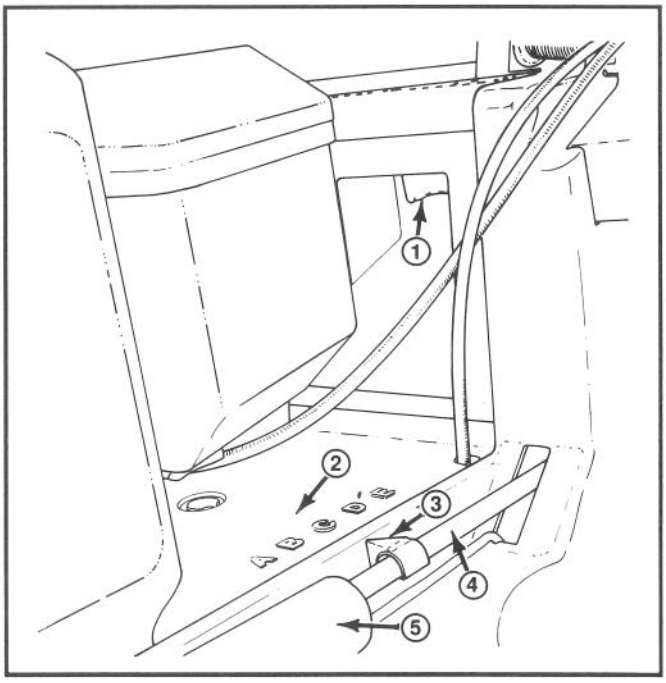

Afbeelding 15
2. Verwijder de sleutel uit het contact. Gebruik één of twee vingers om de maaihoogtehendel in te duwen (Afb. 15).